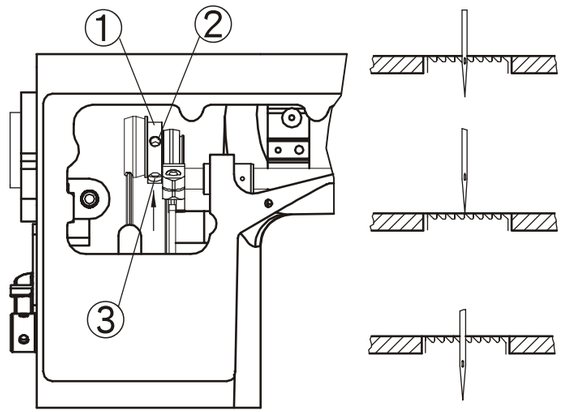

Fig. 6
1. Afloje los tornillos 2 y 3 mueva la leva elíptica del transportador en dirección de la flecha o en la dirección contraria, y ajuste los tornillos firmemente. (Fig. 6)